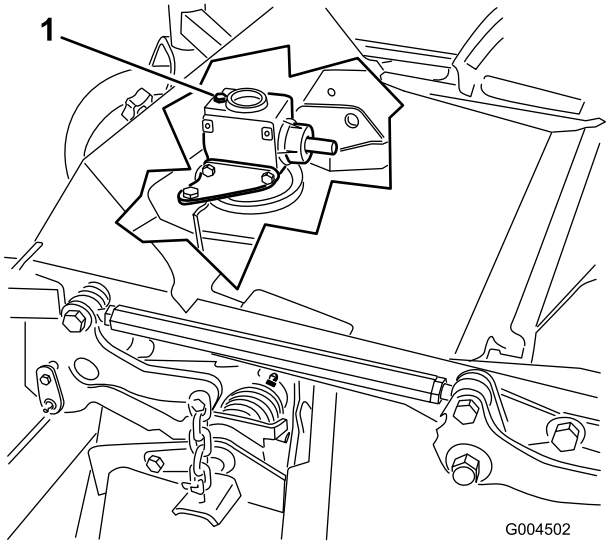

Figur 33
6. Ta ut peilestaven/fyllpluggen fra toppen av girkassen, og kontroller at oljenivået er mellom merkene på peilestaven (Figur 33).
6. Fjern peilestaven/fyllpluggen fra toppen av girkassen (Figur 33).